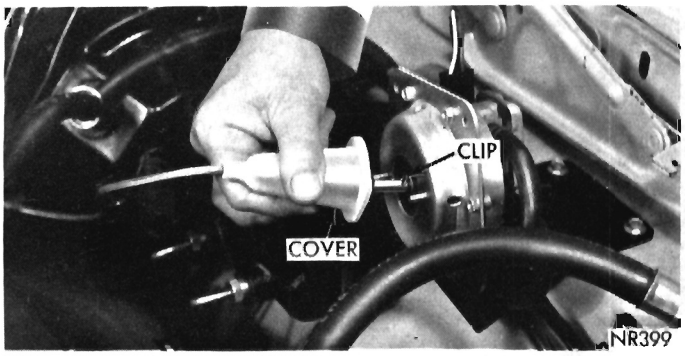
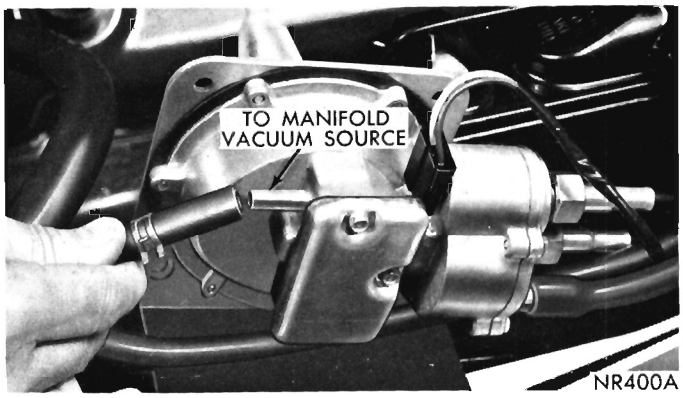

Fig. 12—Removing or Installing Cable Cover
Fig. 13—Removing or Installing Servo Hoses
(1) Remove two self-locking nuts attaching the servo cable cover to servo housing pull cover away from servo to expose cable retaining clip (Fig. 12) and remove clip attaching cable to servo diaphragm pin.
(2) Disconnect speedometer and transmission drive cables at the servo housing.
(3) Disconnect vacuum hoses at servo housing (Fig. 13) and electrical connector.
(4) Remove servo from mounting bracket (two self-locking nuts).
(1) Remove air cleaner.
(2) Disconnect cable at retaining clamp (double clamp) and at carburetor linkage, removing hair pin clip.
(3) Disconnect cable at servo (Fig. 12) and remove cable assembly.